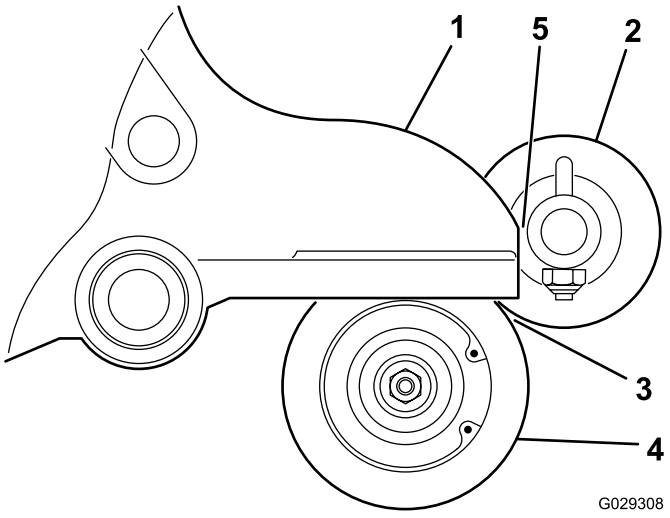

図 14
16. ローラブラシが後ローラにちょうど触れるようにローラブラシの位置を決める図 14。